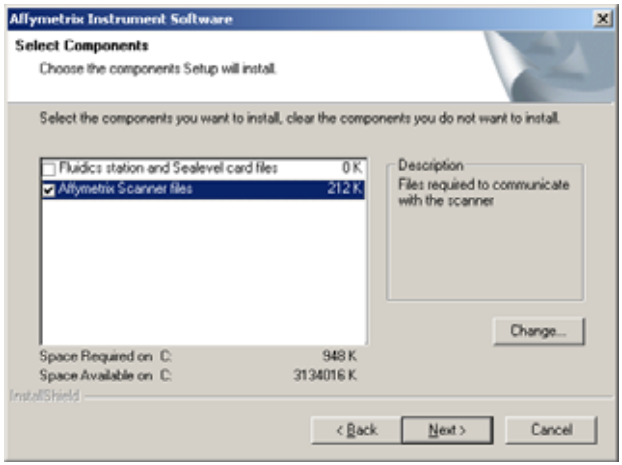

Figure C.22
⇒ The Select Components window appears **(Figure C.22)**.
8. Select only the **Affymetrix Scanner Files** option **(Figure C.22)**. Highlight the **Affymetrix Scanner Files** option and click **Change...** to select the type of scanner.